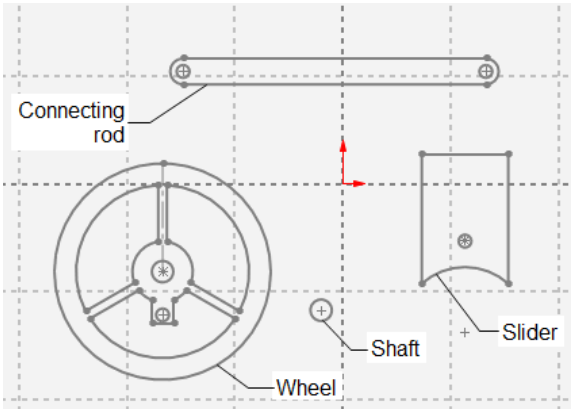

Figure 2-43 *The blocks inserted in the Layout environment*
3. Choose the **Insert Block** button from the **Blocks** toolbar and insert the Shaft, Wheel, Connecting rod, and Slider in the layout environment, as shown in Figure 2-43.